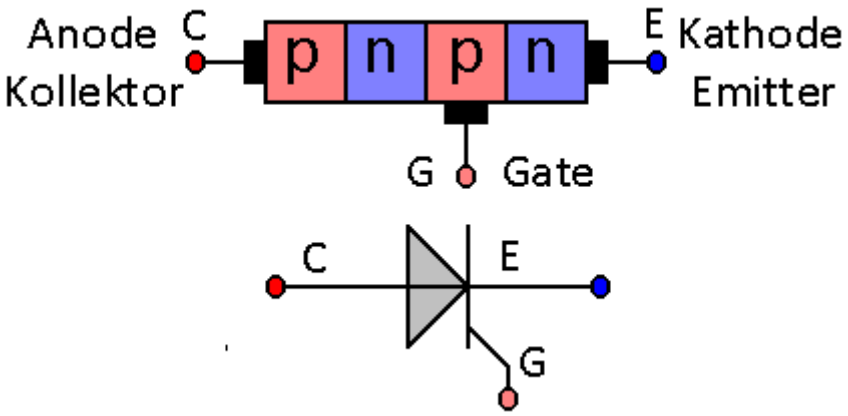

Abb.1: Aufbau und Schaltzeichen eines Thyristors
d. Ein Thyristor besitzt wie ein Transistor drei Anschlüsse, einen Kollektor, einen Emitter und ein Gate, beim Transistor auch Basis genannt. Er besteht anders als der Transistor jedoch aus vier Siliziumschichten, die unterschiedlich dotiert sind und zwar in der Reihenfolge pnpn[3)] (s. Abb. 1). Die äußere p-dotierte entspricht dem Kollektor bzw. der Anode, die mittlere positiv dotierte Schicht dem Gate und die äußere negativ dotierte Schicht dem Emitter bzw. der Kathode. Durch einen positiven Spannungsimpuls am Gate schaltet der Thyristor durch, es fließt ein Strom vom Kollektor zum Emitter. Anders als beim Transistor kann der Strom nicht dadurch unterbrochen werden, dass man das Signal am Gate unterbindet. Erst wenn der Strom zwischen Kollektor und Emitter unter einen gewissen Wert sinkt, schaltet er sich von selbst ab und muss durch einen neuen Impuls am Gate wieder eingeschaltet werden. Er wirkt wie ein Schalter, den man durch einen Impuls einschaltet und durch einen zweiten wieder ausschaltet. Er hat mechanische Relais in der Elektronik weitgehend verdrängt, da er keine Schaltkontakte besitzt, die schnell oxidieren können.
2. Bauen Sie die Schaltung gemäß der Abb. auf. Den genauen Aufbau des Thyristorwechselrichters finden sie im Skript „Richter“ auf der Webseite www.chemiephysikskripte.de (s. a. Abb.1).